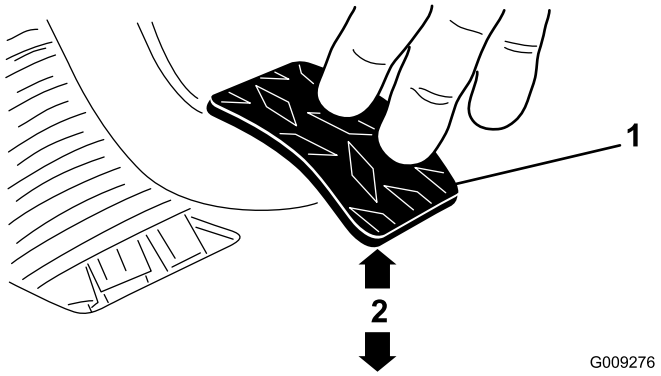

Figuur 66
3. Stel de contramoeren en/of kogelverbinding zo af dat de onderkant van het achterste deel van het koppelingspedaal 9,5 ± 0,3 cm is verwijderd van het ruitprofiel van de antislipvloerplaat, wanneer een kracht van 1,8 kg wordt uitgeoefend op het pedaal (Figuur 66).